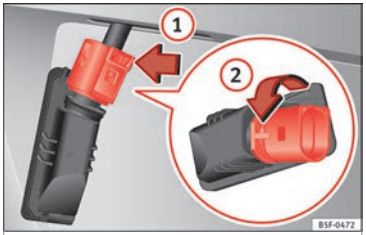

Fig. 116 Number plate light: Remove the bulb holder.
3. Turn the connector lock ››› Fig. 116 in the direction of arrow (1) and pull on the connector.
4. Rotate the bulb holder in the direction of arrow (2) and extract it with the bulb.
6. Insert the bulb holder in the number plate light and turn in the opposite direction of arrow (2) until it stops.